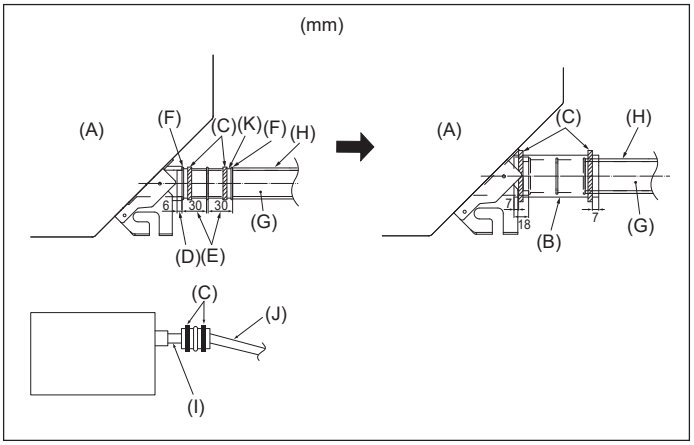

Abb. 5-2
1. Die Ablaßmuffe (mit der Anlage geliefert) an den Dränageauslaß anschließen. (Abb. 5-2) (Das Rohr mit PVC-Kleber ankleben und dann mit einem Band sichern.)